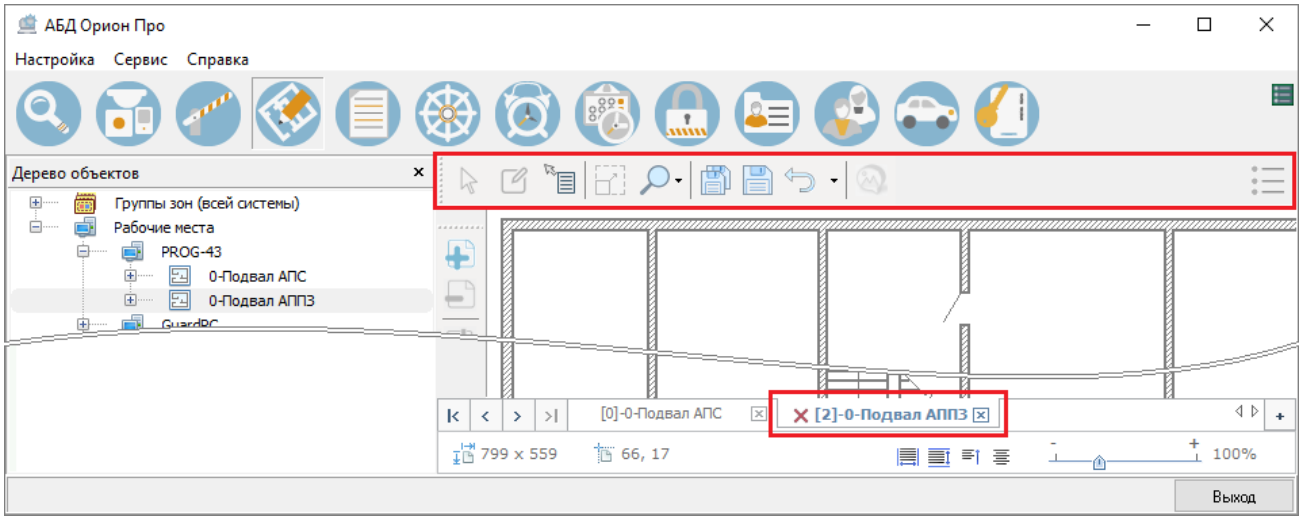

Рисунок 6-538 Помеченный на удаление объект "План помещения"
- либо нажмите кнопку «ОК» для подтверждения установки для объекта «План помещения» отметки на удаление. В этом случае план помечается на удаление (пометка на удаление отображается на ярлыке соответствующего плана в области навигации) и функции редактирования плана становятся недоступными (см. Рисунок 6-538), но установка отметки на удаление может быть отменена (см. п. 6.3.4.1.3.1.8 и п. 6.3.4.1.3.1.9);